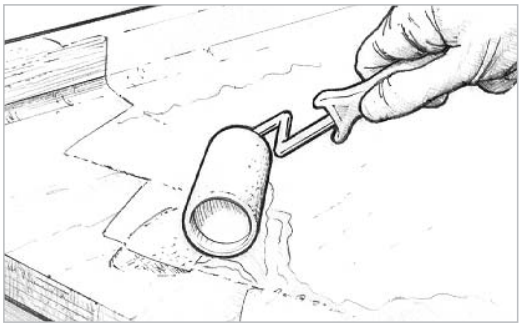

Figure 9-14 *Wet out porous surfaces before applying thickened fairing compound.*
2. Wet out porous surfaces with unthickened epoxy *(Figure 9-14)*.